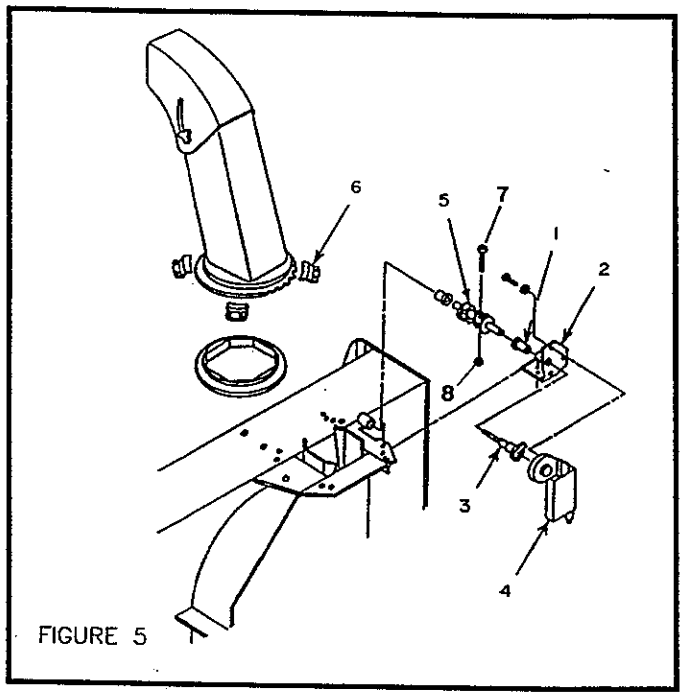

FIGURE 5
a) Insert the 1 11/16" plastic bushing (fig.5, item 1) in the rotation bracket (fig.5, item 2).
b) Pass longest tube end of rotation worm (fig.5, item 5) through plastic bushing (fig.5, item 1) and over motor adaptor (fig.5, item 3). Align holes and secure with a 10-24 x 1" capscrew and nylon lock nut (fig.5, items 7-8). Tighten securely.
c) Install the chute over the plastic insert and place the four retaining plates (fig.5, item 6). Secure using eight 1/4" x 3/4" bolts, lockwashers and nuts, attaching rotation bracket assembly (fig.5,item 2) on the underside of chute base lip. Torque to 9-11 lbs.ft.